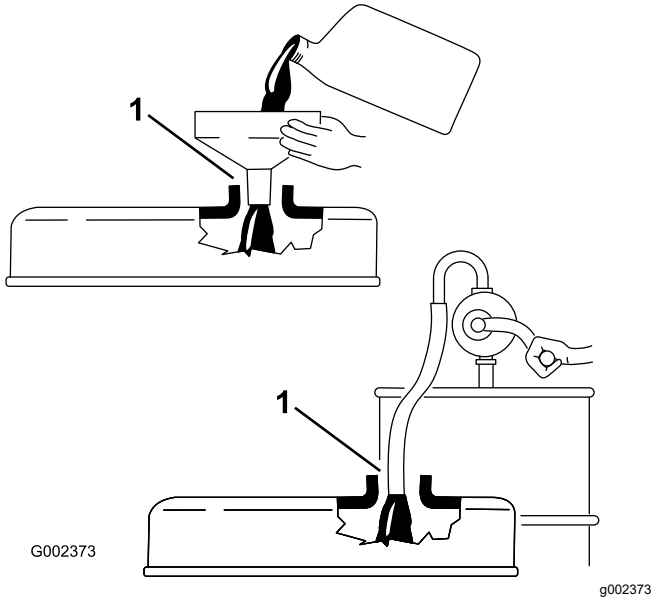

**Figur 30**
***Vigtigt:*** **Fjern målepinden, mens der fyldes olie på motoren. Når der tilsættes motorolie eller fyldes olie på, *skal* der være afstand mellem oliepåfyldningsenheden og påfyldningshullet i ventildækslet som vist i Figur 30. Denne afstand er nødvendig af hensyn til udluftning under påfyldningen, hvilket forhindrer olien i at løbe over og ned i ånderøret.**